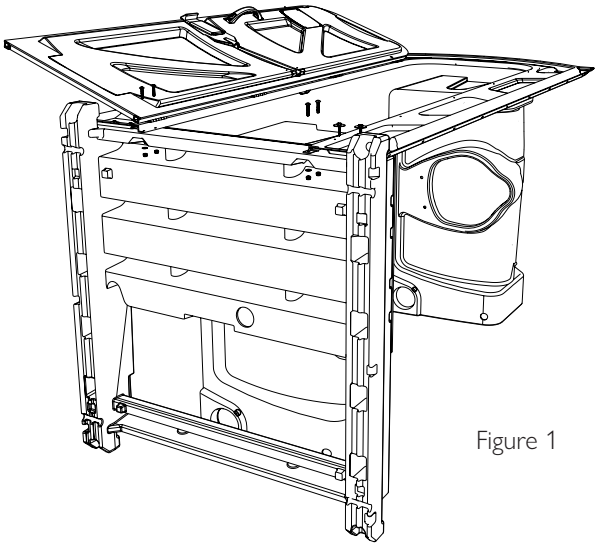

Figure 1
Refer to Figure 1. To assemble the door jamb to the skid, stand two waste tanks on end about four feet apart *(as shown)*. Stand a base skid with the tank space toward the ground and the four holes on the floor side of the base skid up. Position the front assembly on top of the tanks with the bottom of the front assembly resting on the base skid. *(You may need to add a 4" x 4" on the tank at the top of the front assembly to level the top with the base skid)*. Cut the strap holding the door closed. Open the door and install a PC-000104 rivet into the hole where the cut strap went through the door jamb. Match up the four holes in the door jamb with the four holes in the base skid. Fasten the door jamb to the base skid with (4) PC-000174 screws, (4) PC-000123 washers, and (4) PC-000140 nuts using a Phillips cross-head screwdriver and a 7/16" socket wrench. Drive (4) PC-000192 sems lag screws through the two holes on the left and right sides of the front panel into the base skid. ***CAUTION: DO NOT OVER-TIGHTEN; TIGHTEN ONLY UNTIL SNUG.*** Stand the skid and front assembly upright.